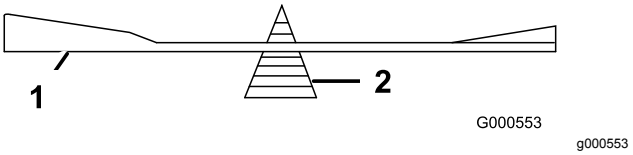

Figur 69
2. Sjekk knivens balanse ved å legge den på en balanseringsinnretning (Figur 69).